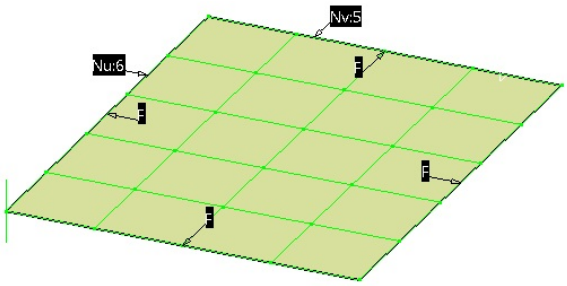
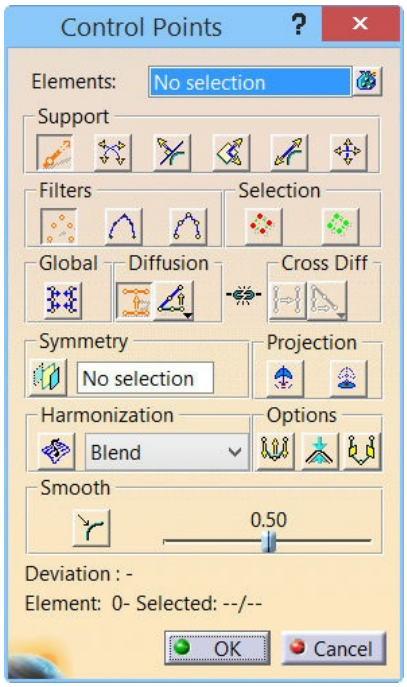

Figure 17-58 *The surface after choosing the **Control Points** tool*
Figure 17-59 *The* ***Control Points*** *dialog box*
c. Change the number of control points, refer to Figure 17-58 through 17-60.
1. Select the planar patch on the surface and then choose the **Control Points** tool from the **Shape Modification** toolbar; the surface is displayed, as shown in Figure 17-58. Also, the **Control Points** dialog box is displayed, as shown in Figure 17-59.